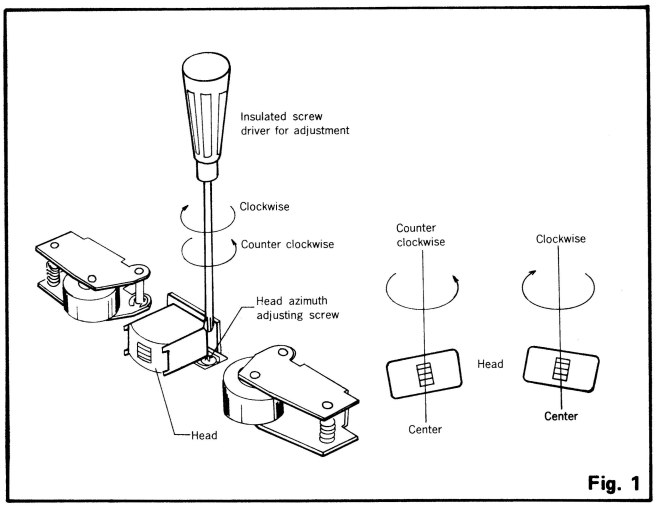

Fig. 1
1. Adjusting head azimuth (See Fig. 1)